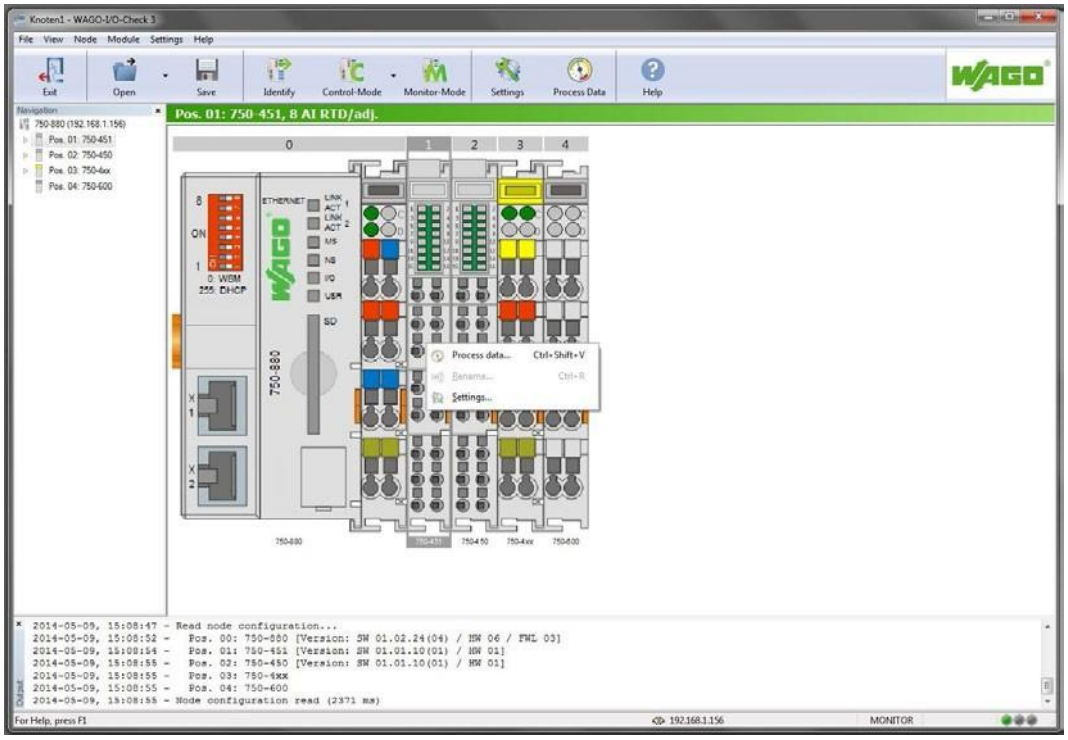

Рисунок 15: Пользовательский интерфейс утилиты WAGO-I/O-*CHECK*
2. Выбирите пункт меню «**Settings»** (см. Рис. 15)